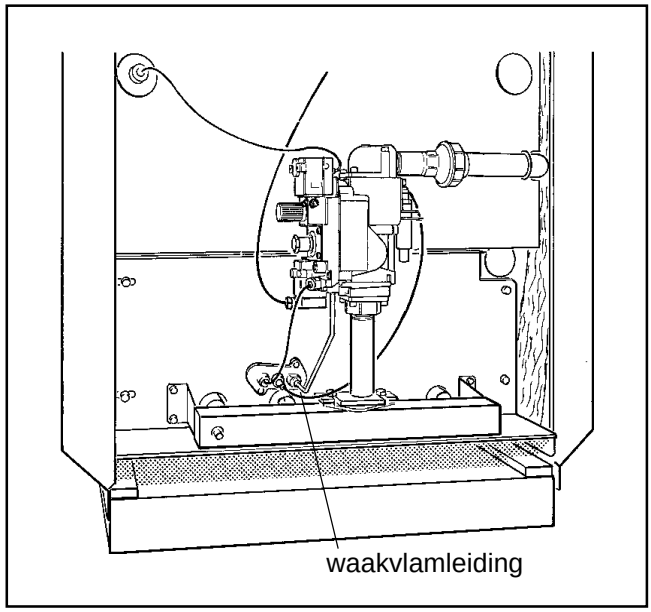

Afb. 2
- Waakvlamleiding aan de koppeling van de waakvlambrander losdraaien (afb.2).